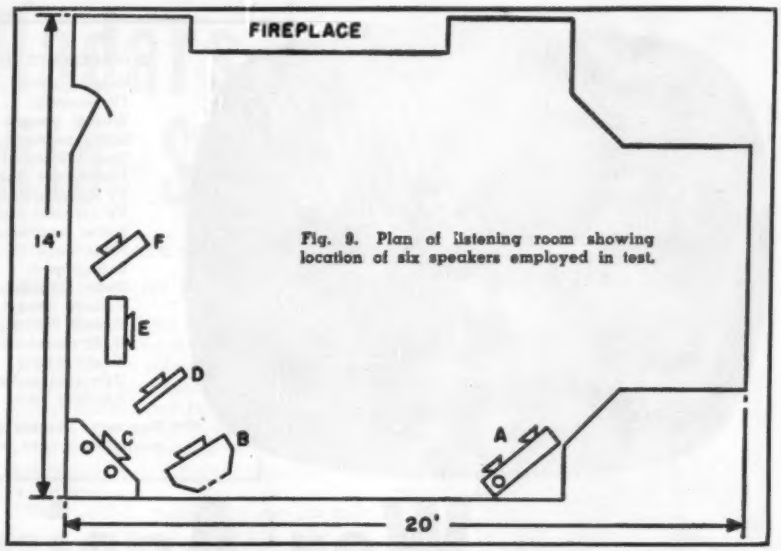

Fig. 9. Plan of listening room showing location of six speakers employed in test.
Fig. 8. Photograph of speakers outlined in Fig. 9 (A) Three-speaker system used in tests described in Part 2. (B) "Super 12" in Electro-Voice "Aristocrat" cabinet. (C) Three-way corner system. (D) Ten-inch speaker on sand-filled 28" x 24" baffle. (E), (F) Ten-inch speaker in 2 cu. ft. bass-reflex enclosure with acoustic filter.
It is necessary to include another plan of my own listening room to show the disposition of the half dozen speakers used in the tests. (See Fig. 9.) The corner speaker referred to as *A* in Fig. 7 of Part 2 now becomes *C*.